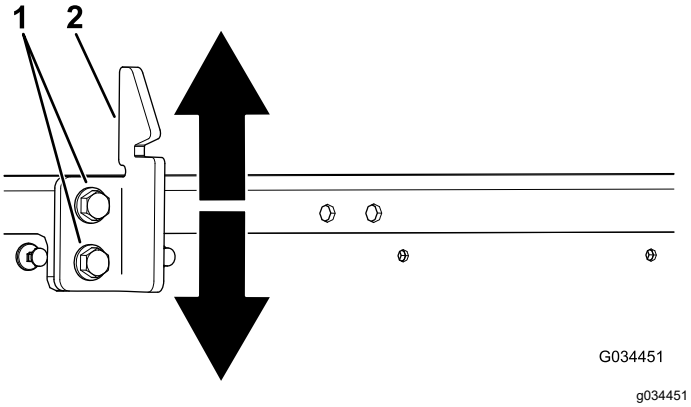

Figur 55
3. Løsn de 2 bolte på ladets låsestykke, og flyt låsestykket op eller ned, afhængigt af om låsestykket er for højt eller for lavt (Figur 55).
4. Stram de 2 bolte på ladets låsestykke (Figur 55).